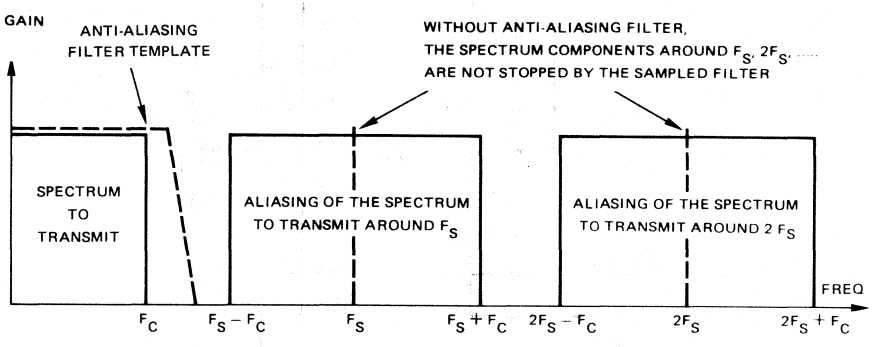

FIGURE 6
Anti-aliasing and smoothing (Figure 6)
- Anti-aliasing: The switched capacitor filters are sampled systems and must verify the SHANNON condition imposing a sampling frequency (Fs) equal, at least, to the double of the upper frequency (Fc) contained in the spectrum to transmit. With this condition, no information is added or lost on the transmitted signal. This theorem describes the well-known phenomenon called spectrum aliasing shown figure 6, where the entire spectrum to transmit appears around Fs, 2Fs, 3Fs,... and so on.